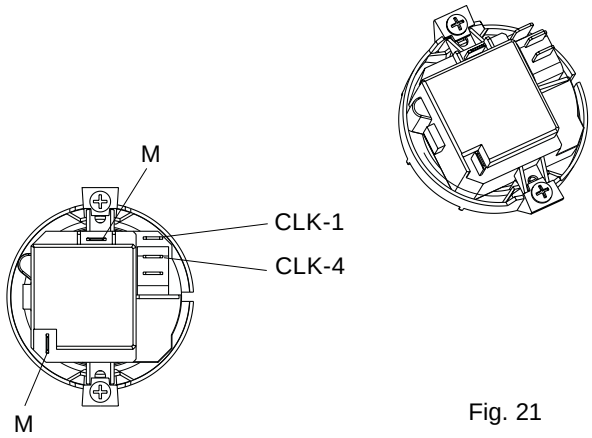

Fig. 21
6.15 INTEGRAL TIME SWITCH (fig. 21)